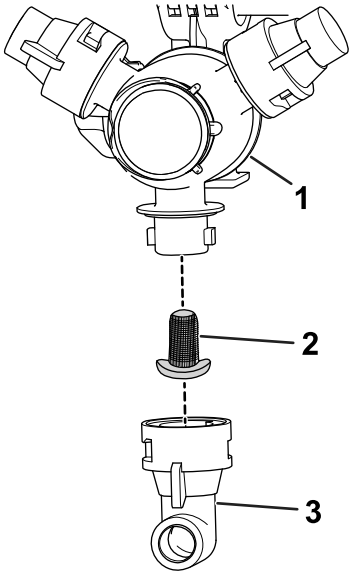

Figuur 104
2. Neem de spuitdop uit de houder Figuur 104
3. Verwijder het oude spuitdopfilter (Figuur 104).
4. Monteer het nieuwe spuitdopfilter (Figuur 104).
5. Monteer de spuitdop op de spuitdophouder (Figuur 104).